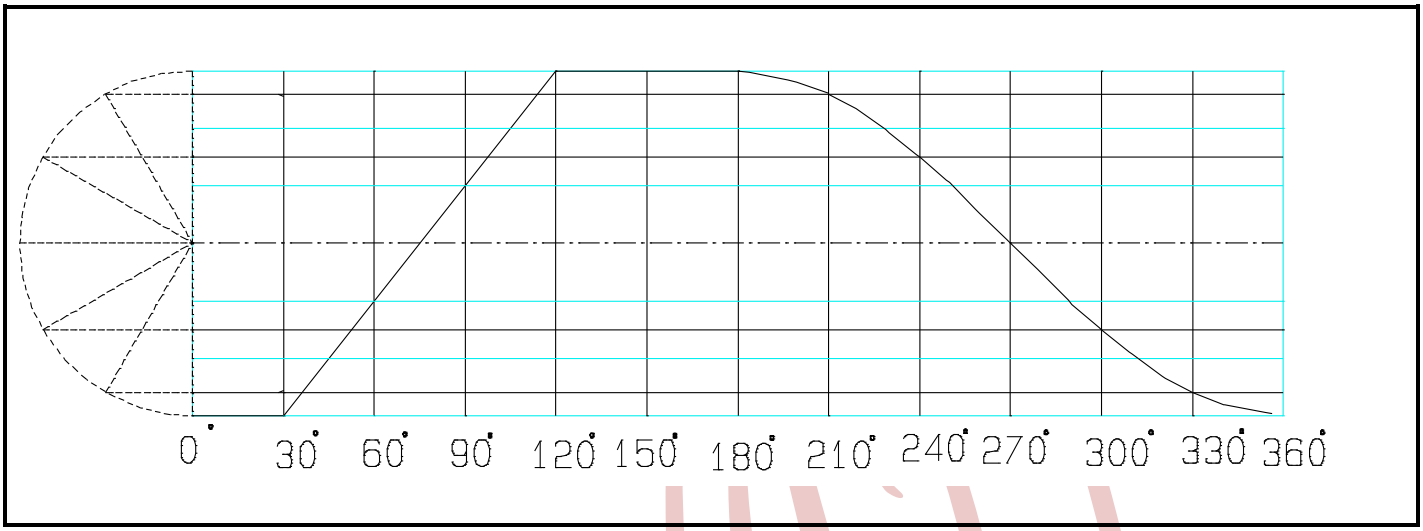

FIGURE 3
7.1 FIGURE 3 shows a displacement diagram of height 38 mm.